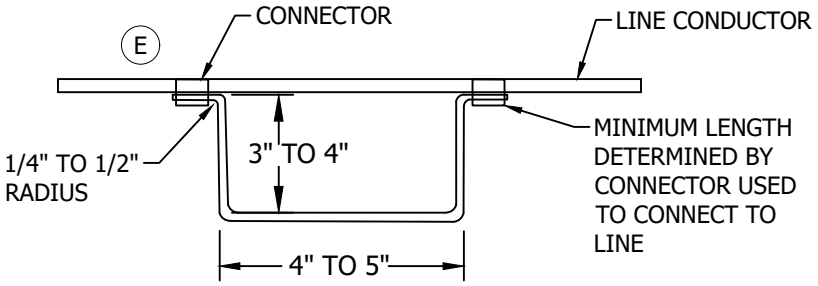

FIGURE 3
(D) HANDMADE STIRRUPS SHALL BE MADE OF NUMBER 4-3 STRAND COPPER, SHAPED AS SHOWN IN FIGURE 3. USE COPPER COMPRESSION CONNECTORS AS REQUIRED.